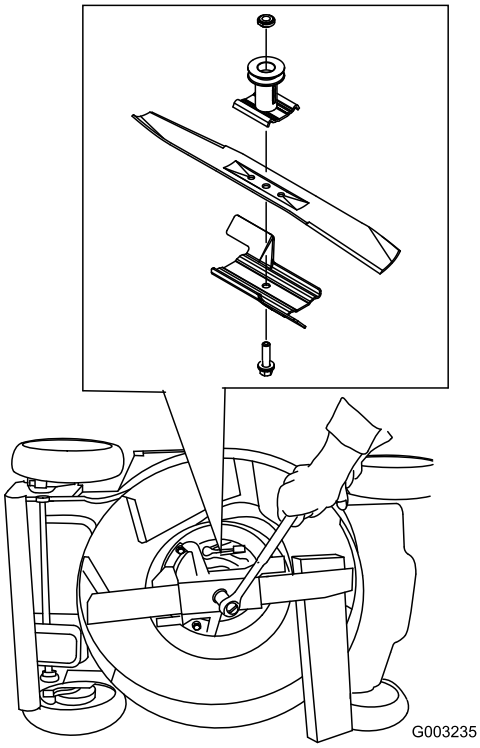

Figur 38
3. Håll kniven stilla med hjälp av en träkloss (Figur 38).